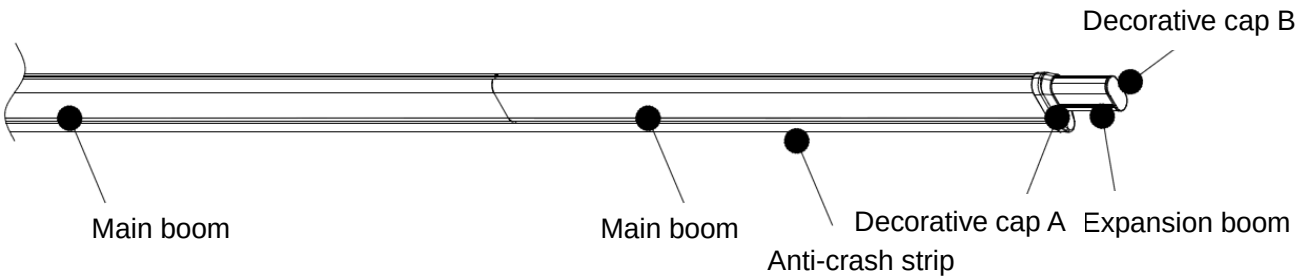

Figure 2-4E Appearance of the Straight Boom
6) Install the anti-crash strip, as shown in Figure 2-4E.